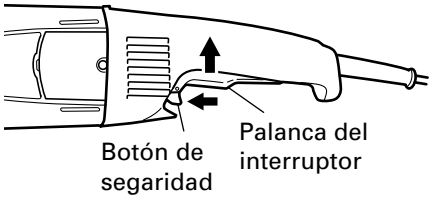

Fig. 3
2. Conecte la alimentación de la amoladora. (Fig. 3)